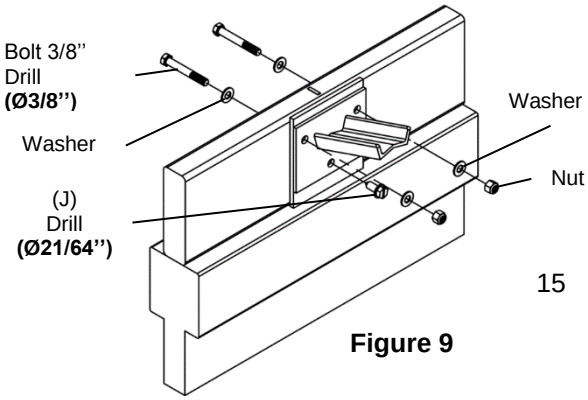

Figure 9
8. **Figure 9.** Drill **Ø3/8’’** the upper 2 holes through the aluminum plate and wood beam
10. Drill **Ø21/64’’** the bottom hole and install the screws (J).